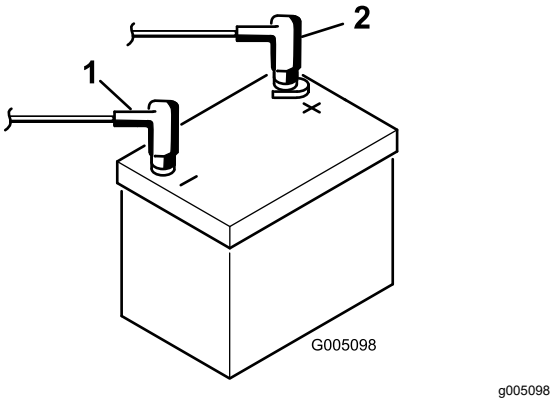

Figur 9
9. Koble den positive kabelen (rød) til den positive (+) polen og den negative kabelen (svart) til den negative (-) polen, og fest dem med bolter og mutre (Figur 9). Skyv gummihetten over den positive polen for å hindre muligheten for kortslutning.